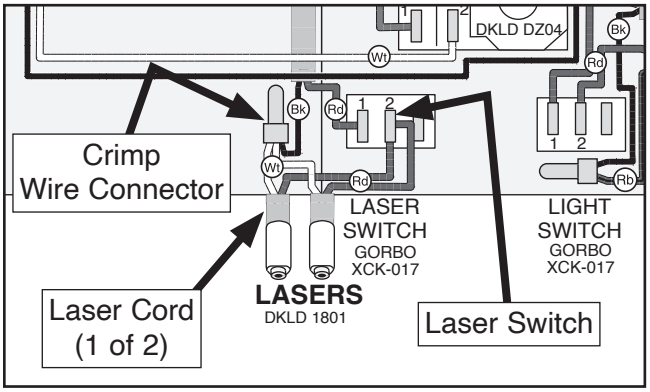

**Figure 50.** Laser wiring.
**4.** Remove control panel cover. Find where laser cord wires connect to laser switch and crimp wire connector (see **Figure 50**).